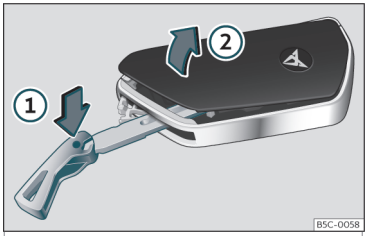

Fig. 72 Chiave del veicolo: aprire il coperchio del vano batteria.
- Introdurre lo spadino nella fessura ››› **fig. 72**, premendolo in direzione della freccia ① e sollevare il coperchio facendo leva ②.